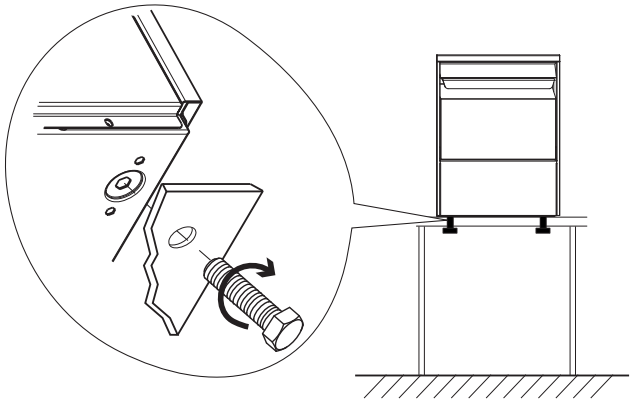

Fig. 8
- Anbring opvaskemaskinen på bordpladen, og flugt de fire nye huller med hullerne til benene på underside af maskinen (Fig. 8).